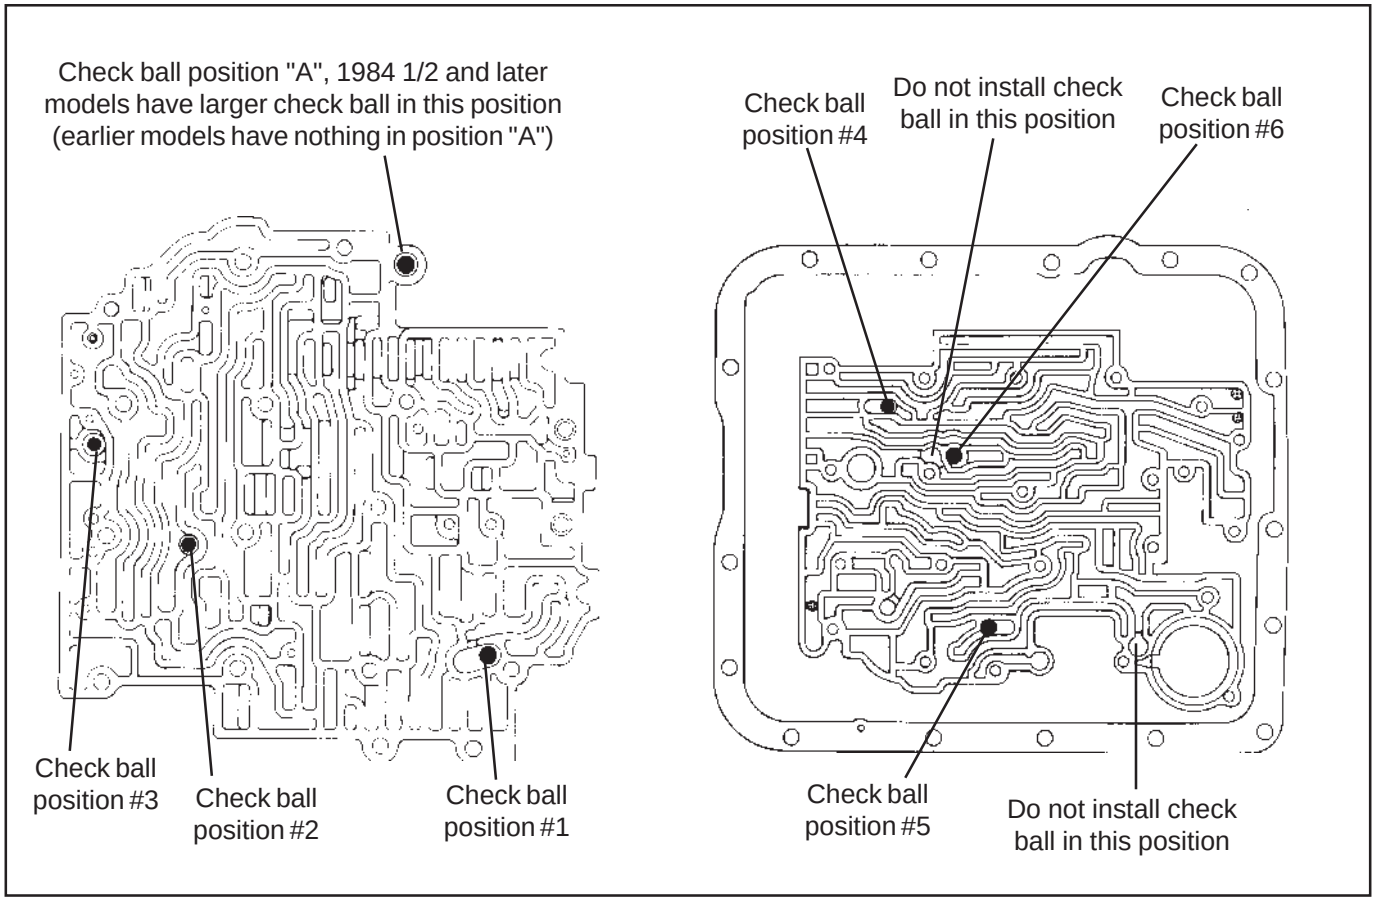
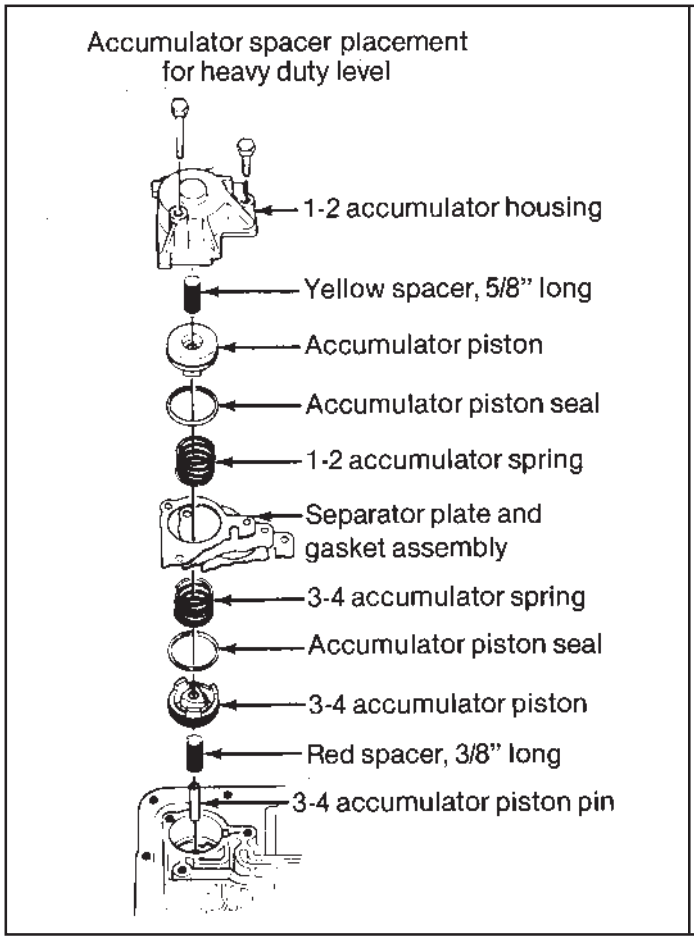

Figure 8 - Transmission without auxiliary valve body (Before mid-1987)
Figure 10
STEP 5. Beginning mid 1987 model year, TH-700's have an auxiliary valve body located where earlier models have a cover plate **(See Fig. 2.)** Remove the cover plate or auxiliary valve body. Be careful not to drop the check ball located in the auxiliary valve body **(See Fig. 8.)** Remove the 1-2 accumulator housing while holding the separator plate up to the case. Then slowly lower the separator plate and retrieve the check balls located above the plate. Make note of the **color** and **location** of the 1-2 and 2-3 accumulator springs for correct reassembly **(See Fig. 10.)** Remove all old gasket material from
STEP 13. Heavy Duty Only; Place the 3-4 accumulator pin in the case. Over the pin place the **RED** (3/8") spacer sleeve, accumulator piston and spring (spring is installed at step 18.) Use a dab of grease or petroleum jelly to hold components in place **(See Fig. 10)** Proceed to step **15**.
STEP 15. Heavy Duty Only; Remove the spring and piston from the 1-2 accumulator housing **(See Fig. 10.)** Install over the pin the **YELLOW** spacer, piston (notice orientation) and spring. Proceed to step **17**.